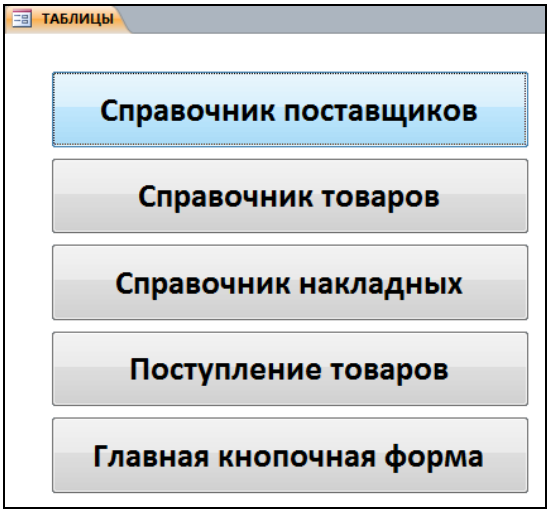

Рис. 7.6. Кнопки для открытия таблиц
1.5. На форме «прорисовываются» кнопки, при нажатии на которые будут открываться таблицы. Количество кнопок должно совпадать с количеством таблиц базы данных, и добавляется кнопка для закрытия формы и возврата в главное меню (рис. 7.6).